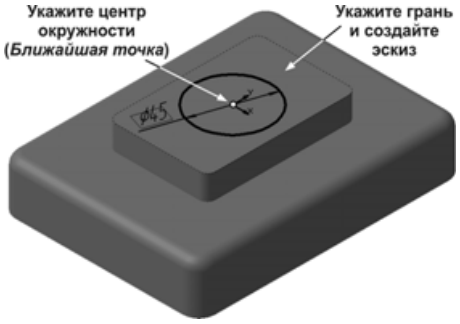

Рис. 5.28
- Создайте новый эскиз на верхней грани прямоугольной бобышки. Постройте в эскизе окружность диаметром 45 (рис. 5.28). В качестве центра окружности, с помощью привязки **Ближайшая точка,** укажите начало координат эскиза. При этом между началом координат и центром окружности будет сформирована связь **Совпадение точек** — положение окружности в эскизе будет определено, и простановка дополнительных размеров не требуется.